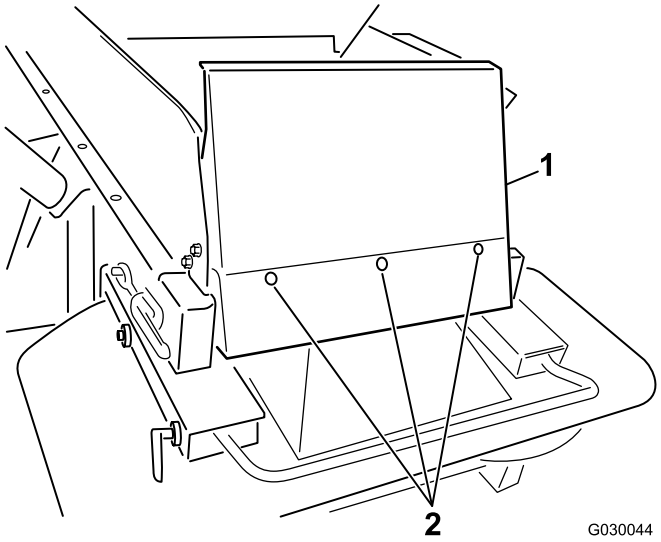

Figur 7
6. Montera trågskyddet med de medföljande skruvarna (1/4 x 5/8-tum) med runt huvud och nylonlåsmuttrarna (Figur 7).